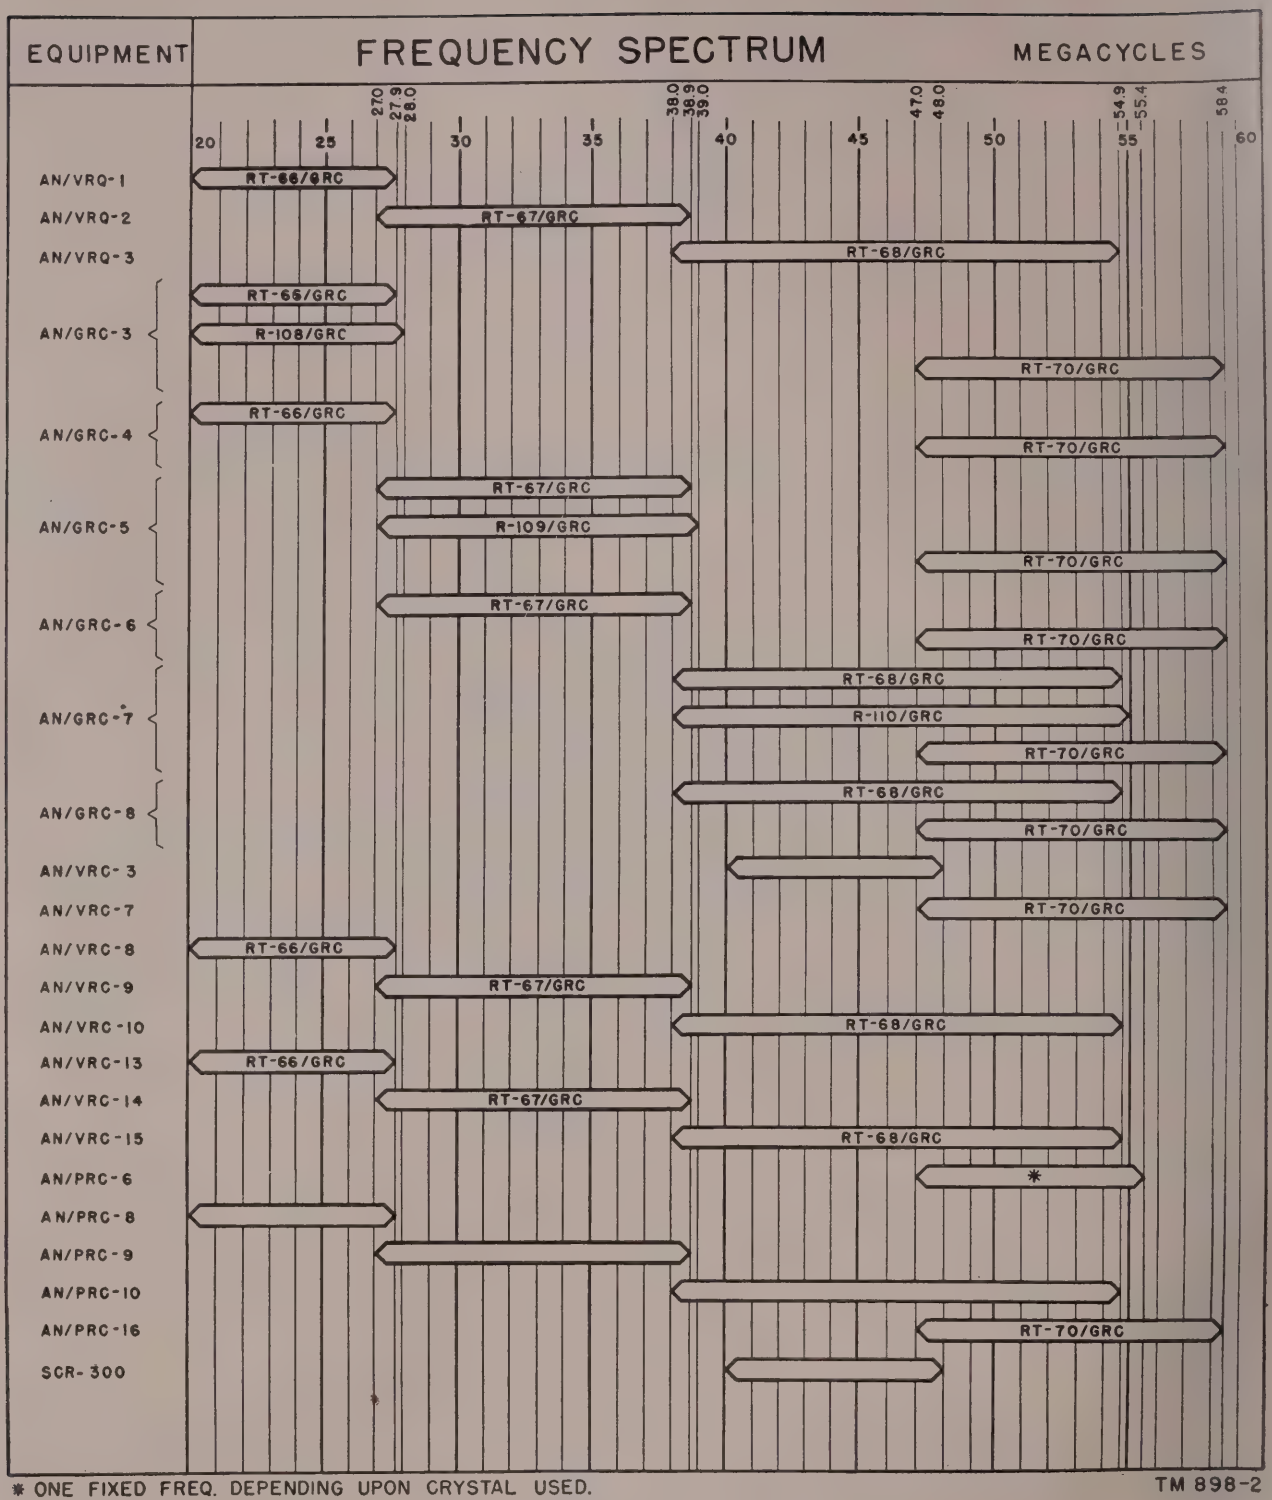

Figure 2. Frequency spectrum chart.
a. Radio Sets AN/VRC–13, –14, and –15 provide f-m (frequency-modulated) radiotelephone facilities within the frequency range of 20 to 54.9 mc (megacycles). The specific frequency range of each set and other radio equipment with which the sets can communicate is indicated in the frequency spectrum chart (fig. 2). An overlap of .9 mc is provided between the bands covered by Radio Sets AN/VRC–13 and –14. Similarly a .9-mc overlap exists between the bands covered by Radio Sets AN/VRC–14, and –15. The purpose of this overlap is to permit the establishment of liaison between sets that are operated in different tactical groups.